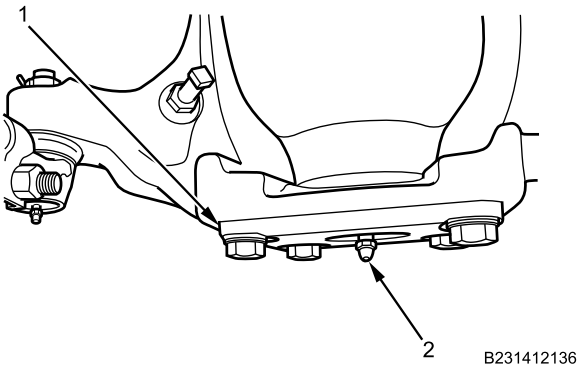

Figure 11. Lower Steering Knuckle Cap and Grease Fitting. Lower Shown; Upper Similar.
13. Install grease fitting (Figure 11, Item 2) on lower steering knuckle cap (Figure 11, Item 1).
14. Apply grease to upper and lower grease fittings (Figure 11, Item 2) with grease gun.